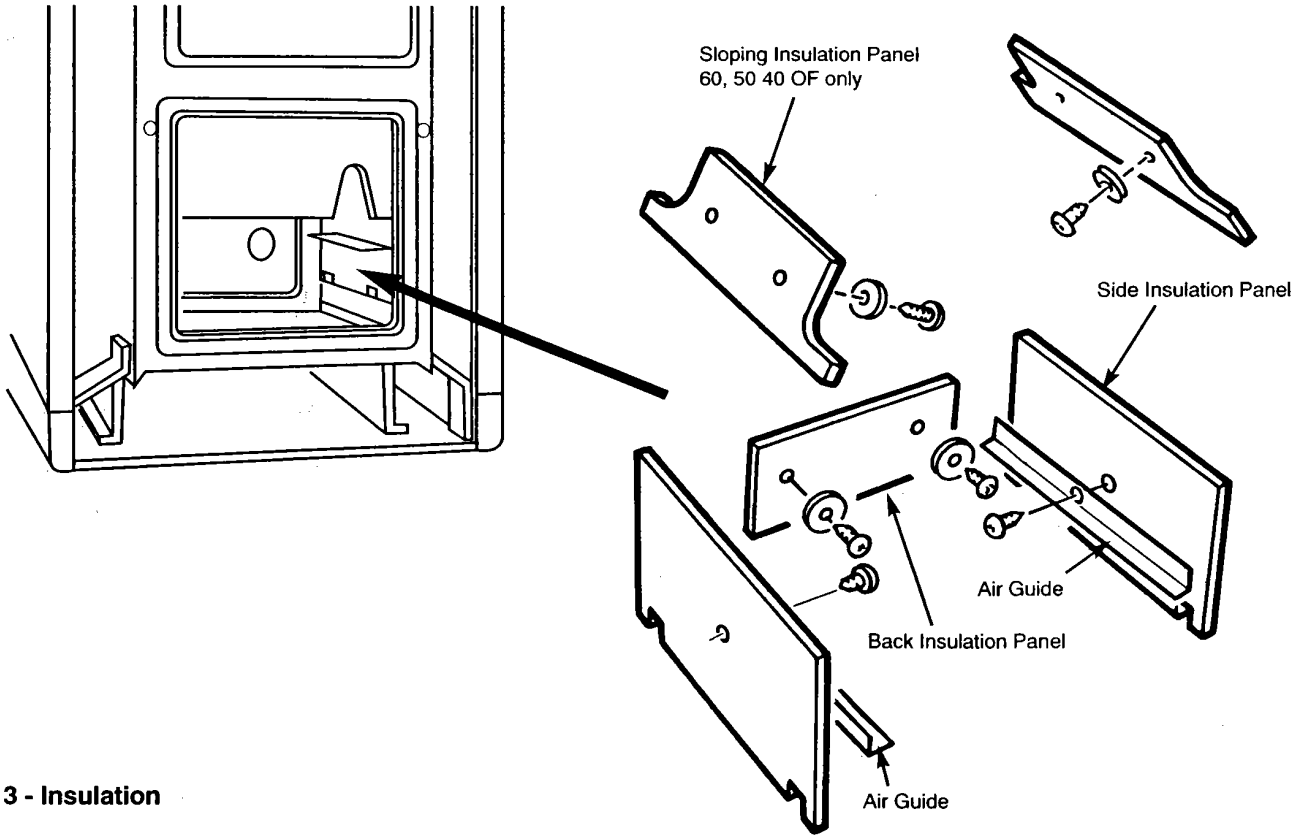

fig 13 - Insulation
3) Remove the two screws and air guides securing the two side insulation panels (Fig 13) and carefully remove diagonally through the door opening.
4) Remove the two screws and washers securing the back panel insulation (Fig 13).
6) 60, 50, 40 OF only - Remove the two sloping panels of insulation adjacent to the heat exchanger by removing four screws and washers. Ease out the bottom edge of the insulation panel and slide down (Fig 13).